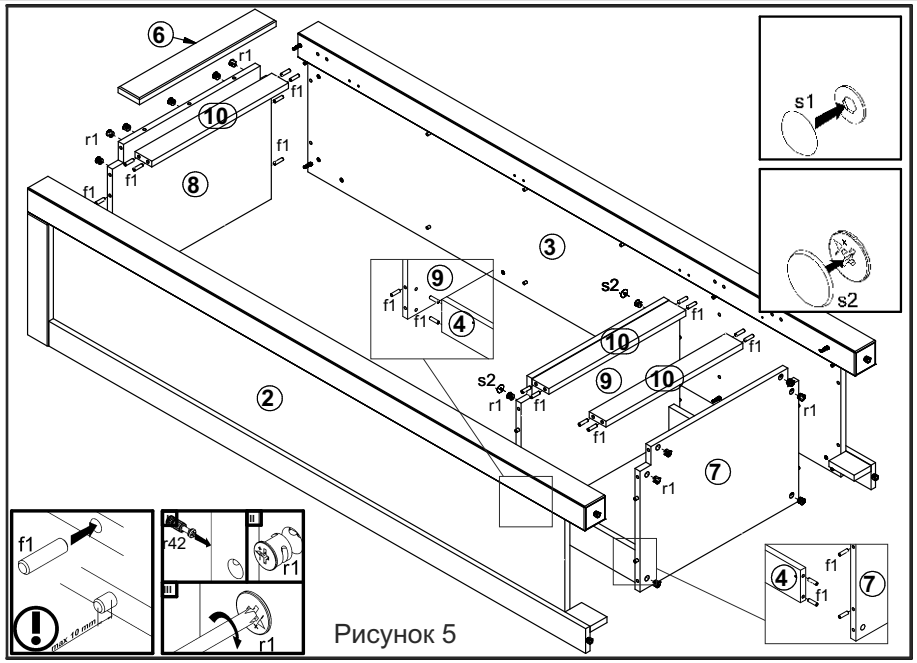

Рисунок 5
14. Соединить детали **2, 3, 4, 6, 7, 8, 9, 10,** затянуть стяжки эксцентриковые **r1** с помощью ключа **z1.** Стяжки эксцентриковые закрыть заглушками **s2 (см. рис. 5)**.